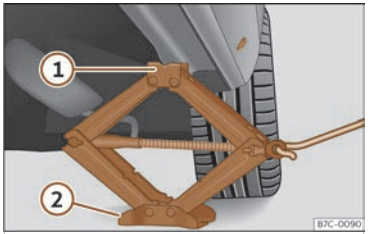

Fig. 256 Bas de caisse : emplacement du cric du véhicule.
- Tournez la manivelle du cric, placé sous le point d'appui du bas de caisse, pour le lever jusqu'à ce que l'ergot ① ››› fig. 256 se trouve sous le logement prévu à cet effet.
- Alignez le cric de sorte que l'ergot ① « s'encastre » dans le logement prévu à cet effet sur le bas de caisse et que la plaque de base mobile ② repose sur le sol. La plaque de base ② doit se situer à la verticale du point d'appui ①.